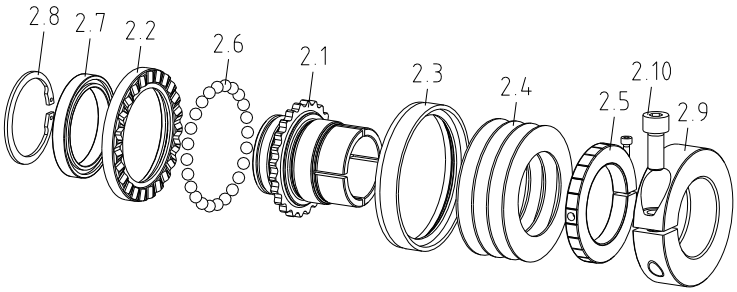

Bild 18: Beispiel - Montage der SYNTEX®-NC (Nabenausführung 6.1)
- Mit Hilfe eines Hakenschlüssels (siehe Bild 18 sowie Tabelle 8) drehen Sie die Einstellmutter so weit zurück, bis die Tellerfeder(n) vollständig entspannt sind.